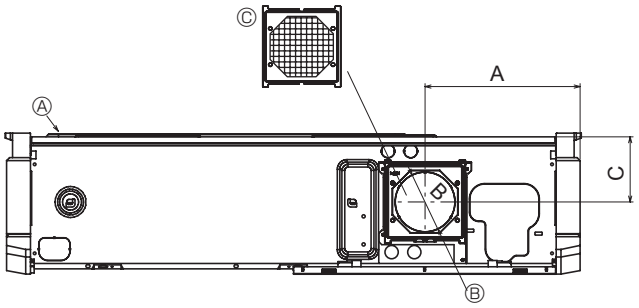

Fig. 3-4
3.2.4. Entrée d'air frais (Fig. 3-4)